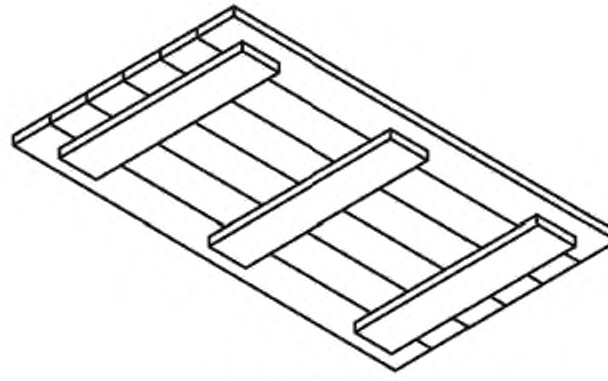

Рисунок 67 — Крышка
7.2 **крышка:** Деталь для закрывания ящичного поддона, стоечного поддона или бортика поддона (см. рисунок 67).